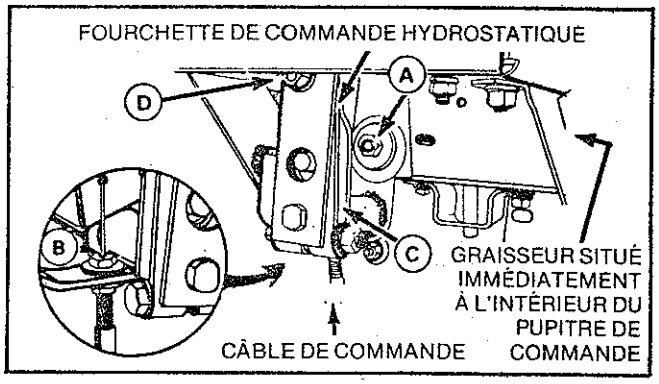

FIGURE 13
Lubrifiez le graisseur situé sur l'arbre, immédiatement à l'intérieur du pupitre de commande, à la droite du conducteur. Voir figure 13. Ce graisseur est accessible en relevant le capot arrière. Essuyez le graisseur avant de le lubrifier avec de la graisse universelle Ariens toutes les 50 heures d'utilisation ou une fois par saison au moins.
2. Huilez le câble de commande "B", figure 13.
3. Huilez périodiquement l'arbre de pivot de la commande hydrostatique au point C, figure 13.